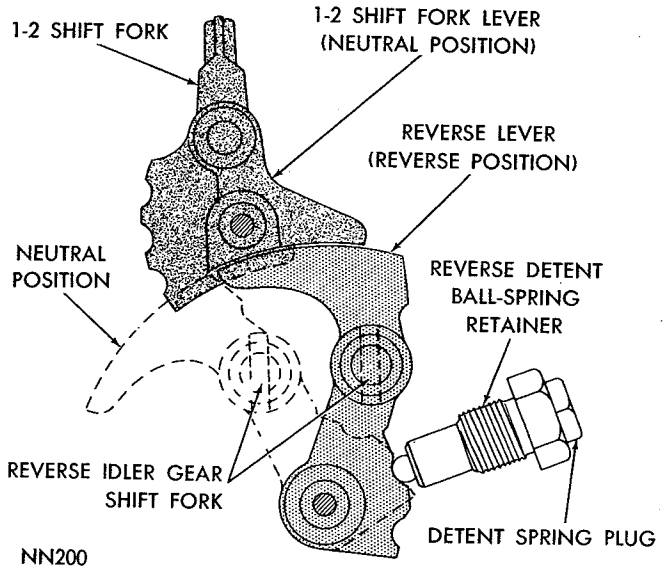

*Fig. 28—1st, 2nd and Reverse Shift Levers*
(3) Position 1st and 2nd, 3rd and 4th clutch sleeve gears in the neutral position. Using a new gasket, install shift housing making sure shift forks align with grooves in clutch sleeve gears. Tighten retaining bolts finger tight.
(4) Shift transmission into reverse, then tighten the two end center alignment bolts slightly. Tap shift housing downward to cause a drag between the lever "cams" when shifting in and out of reverse (Fig. 28). To obtain a better feel of the drag, back out the detent spring plug. **Hold reverse detent ball-spring retainer tight against the case with a wrench while removing plug.**